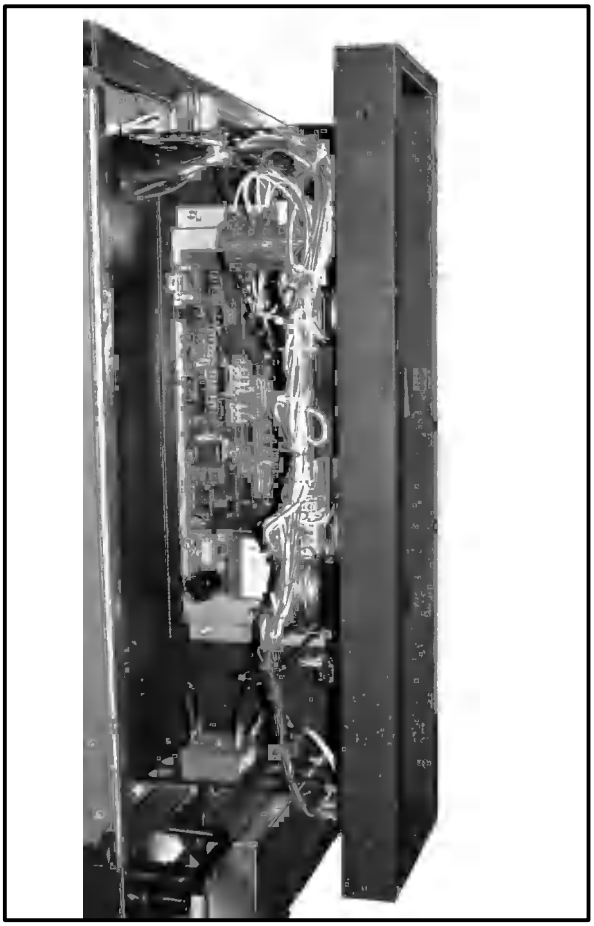

Figure 32
2. Retirez (2) vis et glissez le panneau de commande vers l'avant. Voir la Figure 32.